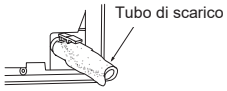

Fig. 4
5) Inserire completamente il tubo di scarico nella bacinella di scarico sul lato posteriore destro dell'unità interna. (Fig. 4)